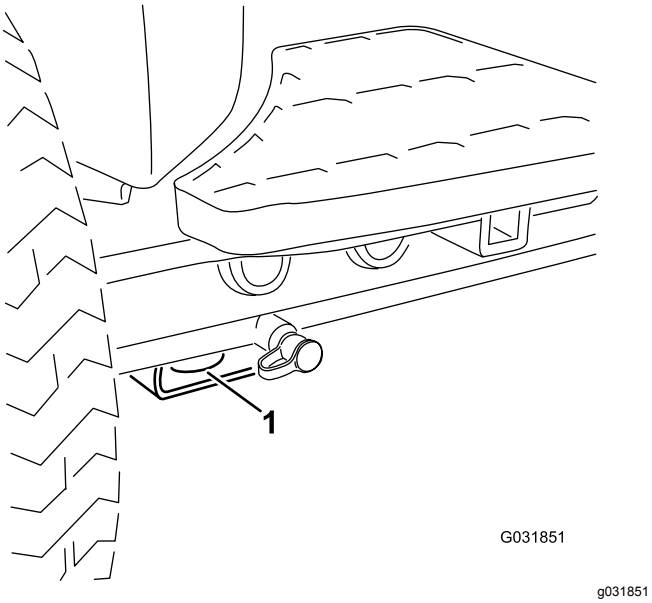

Figuur 34
- Voor – de opening in het rechthoekige blok, onder de asbuis, aan de binnenzijde van beide voorwielen (Figuur 34)